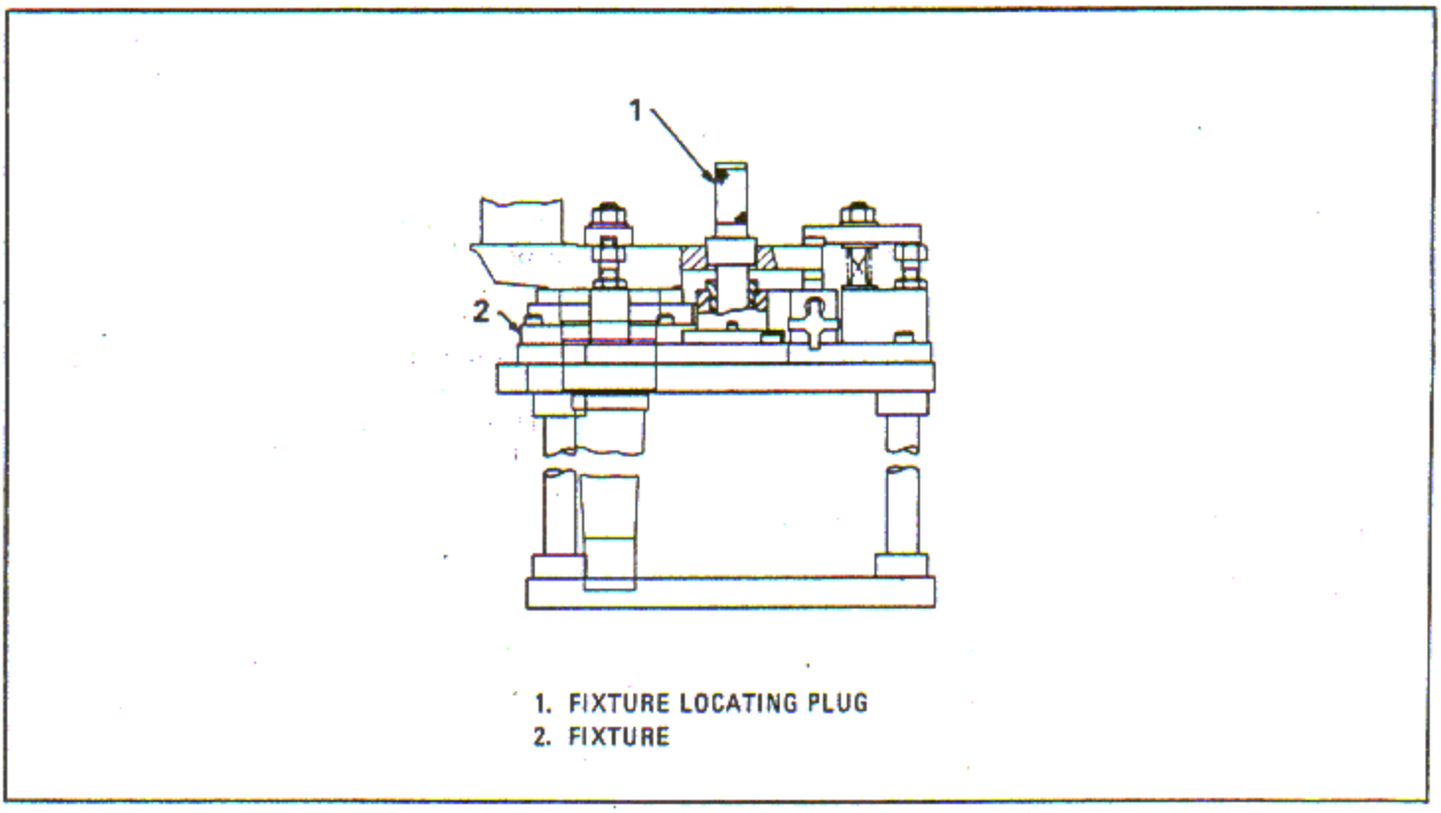

Figure 6-97. Aligning Crankshaft in Fixture Prior to Grinding Counterweight Bushing Holes
a. Mount a suitable fixture (2, figure 6-97) on the table of a suitable vertical grinder. Indicate the 2-1/8 inch diameter ground bore in the center of the fixture to run true within 0.0005 inch full indicator reading. Clamp the fixture securely.
b. Install the front crankshaft in the fixture (2) and align the bushing hole with the fixture pilot bushing using locating plug (1).